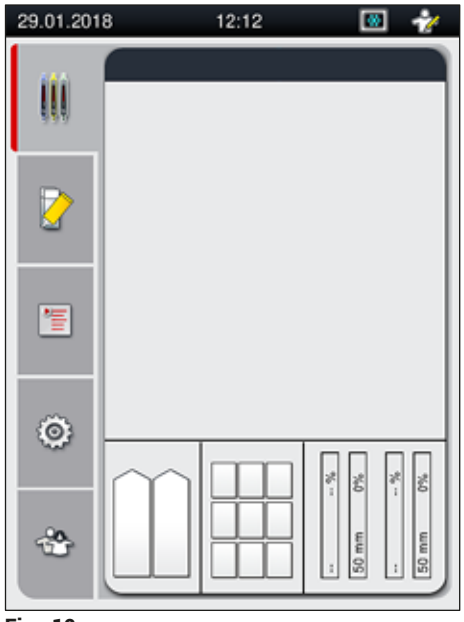

Fig. 12
7. Al termine della fase di inizializzazione viene visualizzato il Menu principale (→ Fig. 12) sullo schermo.